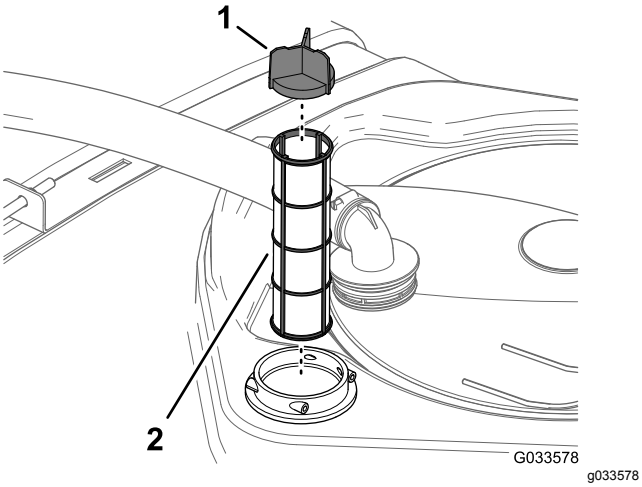

Figur 59
4. Fjern det gamle sugefilter fra filterhuset i tanken (Figur 59).